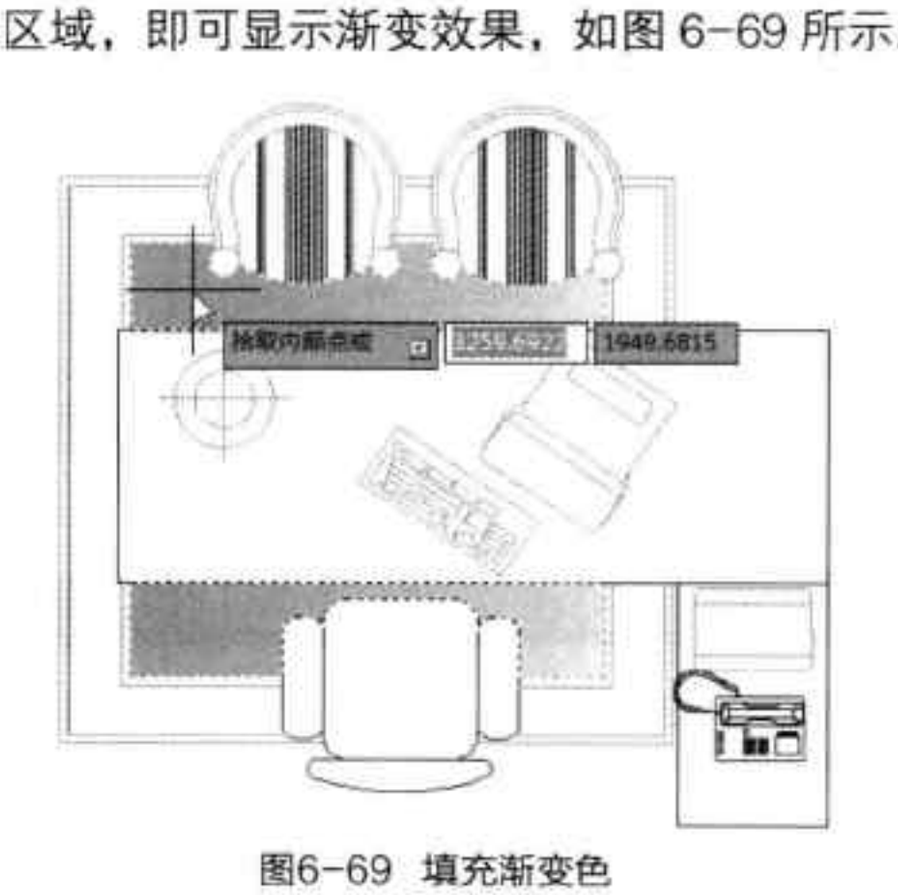

图6-69 填充渐变色
Step 02 按照同样方法，单击“渐变色 2”下拉按钮，选择第二种渐变色，选择完成后单击所需填充的区域，即可显示渐变效果，如图 6-69 所示。